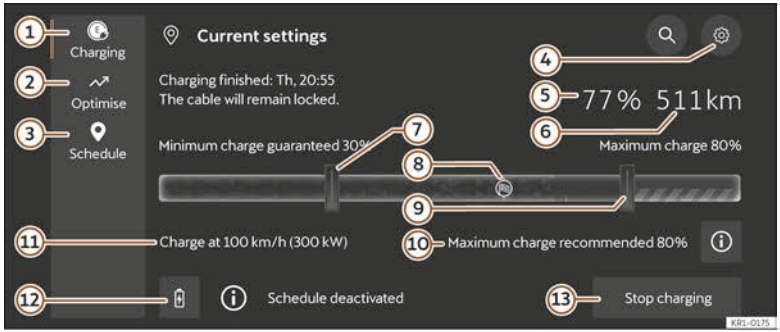

Fig. 61 In the infotainment system: Charging main menu.
1. Access the **Schedule** charging menu ››› Fig. 61 ①.
- **Maximum charging level** ››› Fig. 61 ⑨: Normally, if you use the vehicle regularly, it is not necessary to fully charge the high-voltage battery. The maximum charging level limits the battery's maximum state of charge.
2. Push the ⚙ ④ >>> Fig. 61 button.